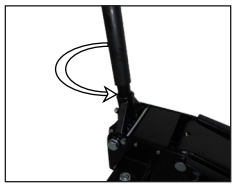

fig 5.
a. Use the handle assembly to twist the release valve 1-1/2 turns counter-clockwise (fig.5).